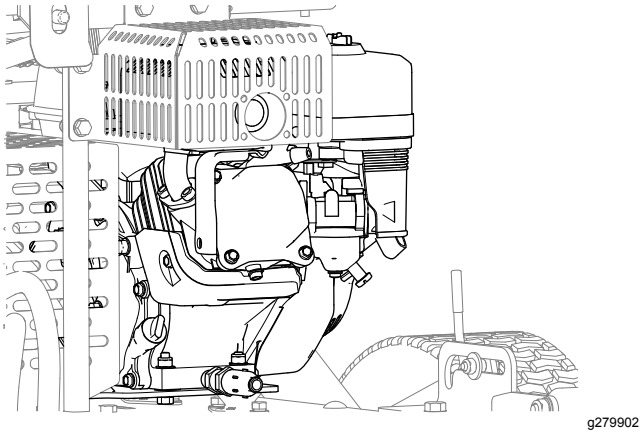

Figura 41
4. Limpe a sujidade e detritos do motor e das aletas de arrefecimento do motor (Figura 41).